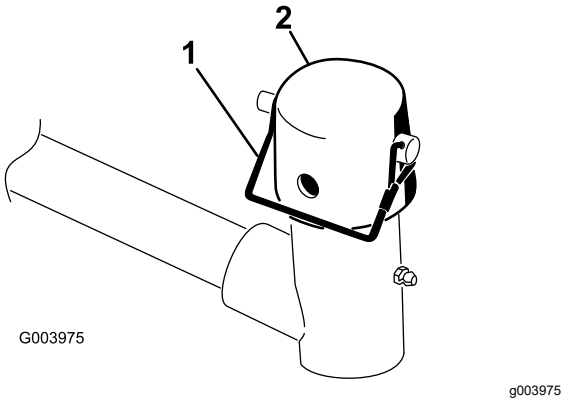

Figur 6
7. Fjern låsestiften og hætten fra løftearmens drejegaffel (Figur 6).
Bemærk: Brug rillen, hvis der ønskes en klippeenhed med styring, eller brug hullet, hvis klippeenheden skal fastlåses i positionen (Figur 6).